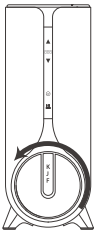

Figure 21
(2). Take out the old filter. Rotate the old filter 90 ° counterclockwise and take it out. **(Figure 21)**